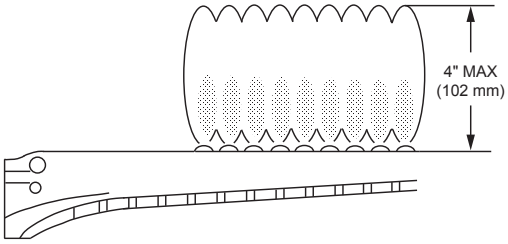

Figure 63. Main Burner Flame
4. Make visual check of the burner and pilot flames. Yellow flame means restriction of the air openings. Lifting or blowing flame indicates high gas pressure. Low flame means low gas pressure. Should the latter occur, shut the heater off and contact your gas supplier or qualified service agency. See **Figure 63** and **Figure 72.**